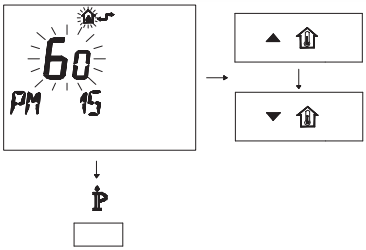

Fig. 7.17
- Modify the programmed SET by acting on buttons ▲ or ▼ until **a setting of 60** is displayed, wait for the number programmed to flash (Fig. 7.17)